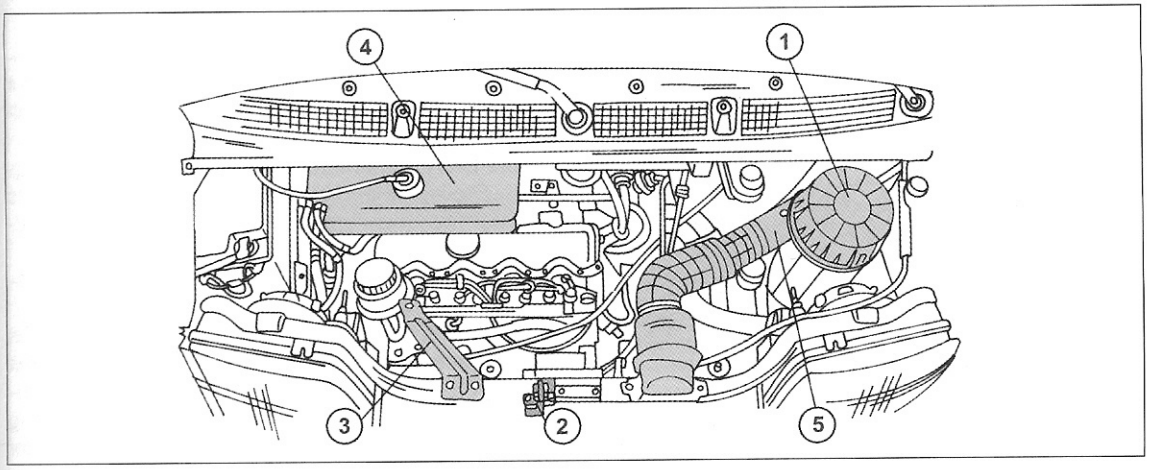

Bild 29
- Die nächsten Arbeiten werden unter Bezug auf Bild 29 durchgeführt. Zuerst die Motorabdeckung ausbauen. Auszubauen sind ferner der Luftfilter (1), der daran angeschlossene Luftansaugschlauch (5), das Motorhaubenschloss (2), der Montagehalter (3) mit dem Behälter für die Lenkflüssigkeit sowie der Aus-